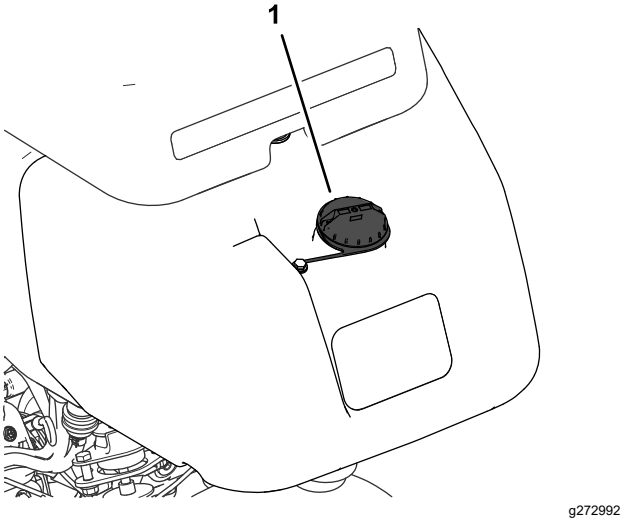

**Figur 23**
1. Rengør området omkring brændstofdækslet og afmonter det (Figur 23).